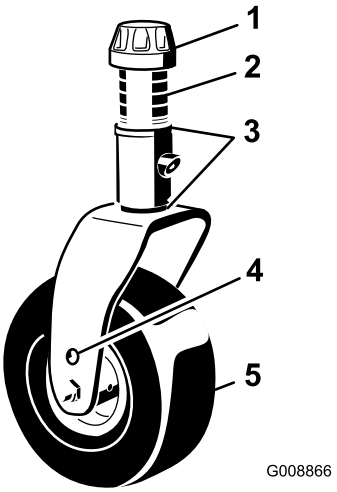
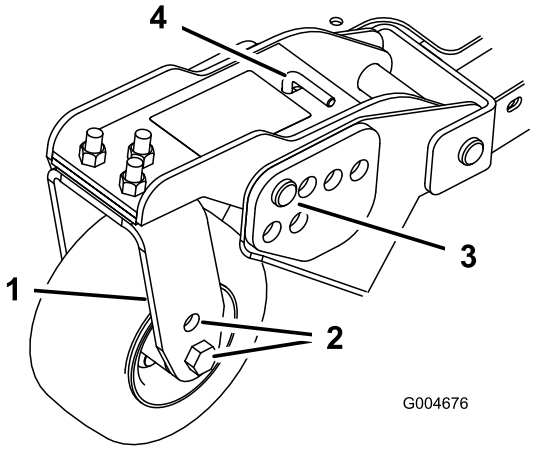
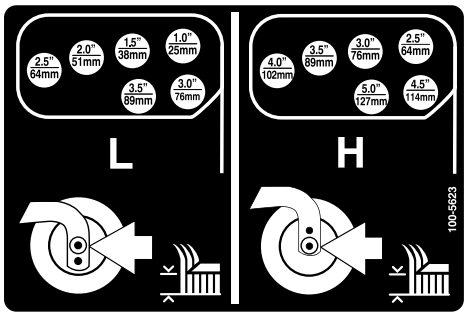

Bild 18
Bild 20
Bild 21
1. Stecken Sie die Laufradachsen in allen Laufradgabeln in die gleichen Löcher (Bild 18 und Bild 20).
2. Entfernen Sie die Spannkappe von der Spindelwelle und ziehen die Spindel aus dem Laufradarm heraus (Bild 18).
6. Entfernen Sie den Splint und die Lastösenbolzen von den Laufradgelenkarmen (Bild 20).
7. Drehen Sie die Spannstange, um den Gelenkarm anzuheben oder abzusenken, bis die Löcher mit den ausgewählten Löchern in der Schnitthöhenhalterung im Mähwerkrahmen ausgerichtet sind (Bild 20 und Bild 21).